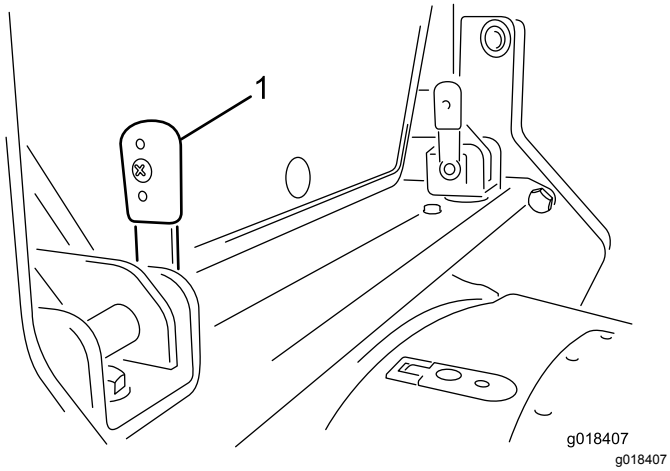

Figure 20
1. Enlevez les clips en R puis tournez vers le haut les deux leviers de verrouillage situés sur la traverse à l'arrière de la cabine (Figure 20).
3. Les leviers étant en position verticale (Figure 20), poussez-les à travers les supports.